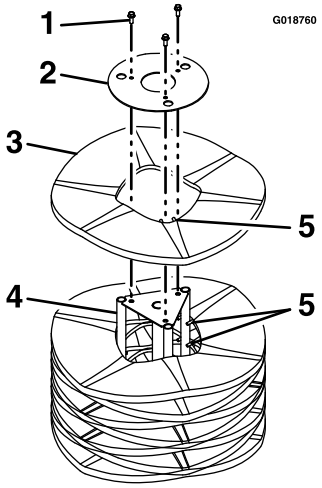

Figur 35
5. Placera borstens stomme lodrätt så att den avtagbara insatsplattan vid borstens ände är vänd uppåt (Figur 35).
6. Ta bort och spara fästelementen från borståndens insatsplatta (Figur 35).
8. Montera ett eller flera nya segment genom att placera inriktningssprintarna med metallringar i sicksack enligt Figur 35.